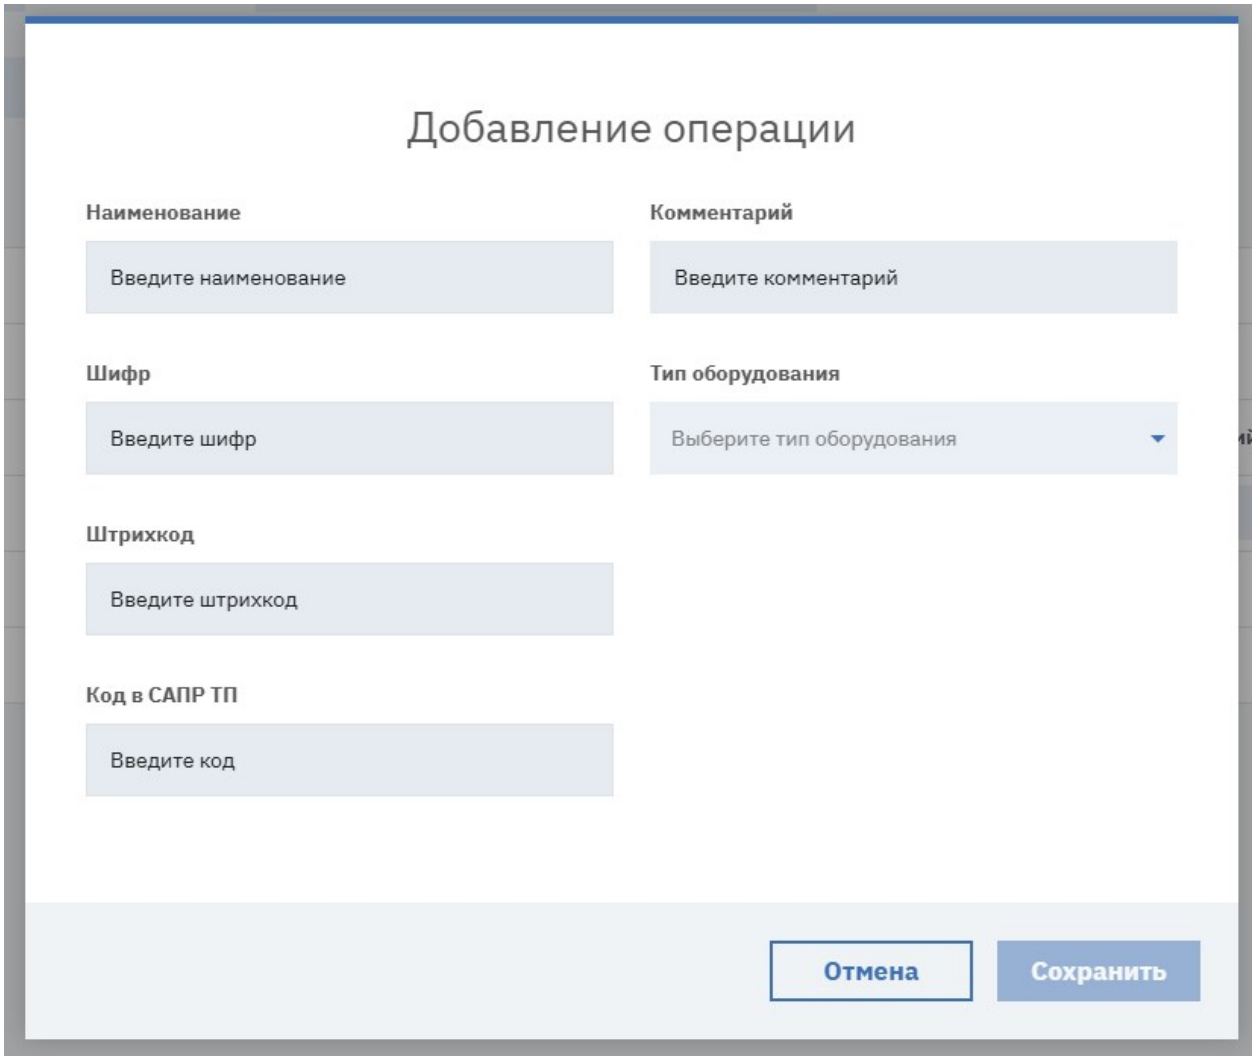

Рисунок 129. Добавление операции в техпроцессе
1. Нажмите кнопку «Добавить операцию». В окне «Добавление операции» заполните поля «Наименование», «Шифр» и «Код в САПР ТП» (обязательные поля), при необходимости – «Штрихкод» (должен быть уникальным) и «Комментарий». В поле «Тип оборудования» выберите из списка тип станка или другого оборудования, на котором выполняется операция (список берется из справочника «Типы оборудования», см. 3.4.9). Нажмите кнопку «Сохранить» (см. Рисунок 129).